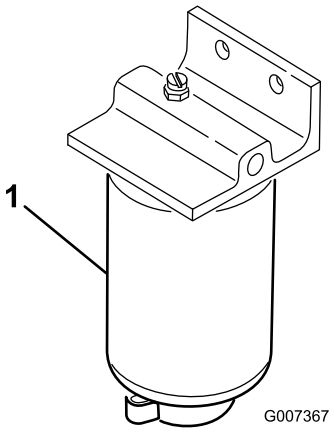

Figur 54
Tapp vann eller andre urenheter fra vannutskilleren (Figur 54) daglig. Skift ut filterbeholderen etter hver 400. driftstime.
2. Løsne tappepluggen på bunnen av filterboksen (Figur 54).